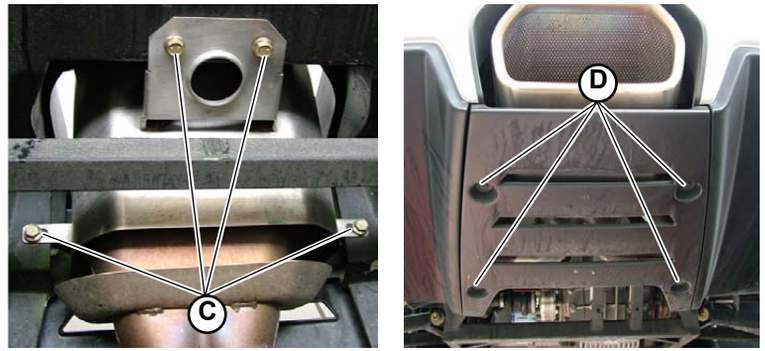

Fig.3a
3. Tighten the 4 mounting screws (**C-Fig.3a**).
4. Position the exhaust system's safety panel and tighten the 4 screws (**D-Fig.3a**).